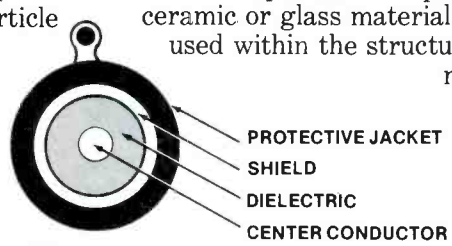

**Figure 1.** The coaxial structure of cable.
**Figure 1.** Arrows point to the components and adjustments that are most important for picture-tube tests in this RCA CTC48. Three arrows at the top indicate the kine-driver modules that matrix luminance and chrominance signals, amplify them and feed them to the three CRT cathodes. Wrong dc voltages here can affect the brightness of all colors or each color separately. The *service/normal* switch is located by the single arrow at the bottom. At the lower right, pointed out by arrows, are three screen-grid (or G2) controls that determine the maximum gun current (maximum color brightness) of each CRT gun.
Coax cable is a specialized form of 2-conductor wiring. A look at the end of a piece of coax explains its name (Figure 1). In a concentric structure, a *center conductor* is covered by a layer of insulating spacer material called the *dielectric*. An outer conductor, the shield, surrounds and encloses the center structure. For some applications, a protective plastic jacket covers the shield.